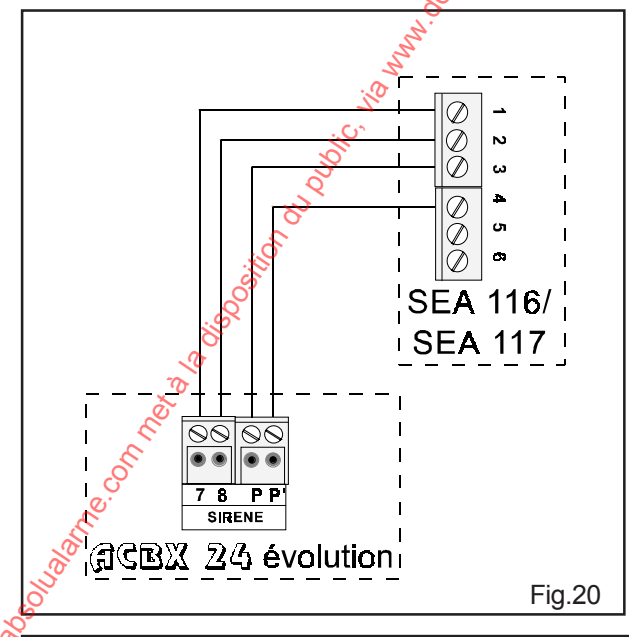

Fig.20
- Exemple de raccordement d'une sirène autoalimentée type SEA 116 (code 10280) ou SEA 117 (code 10285) fig.20.